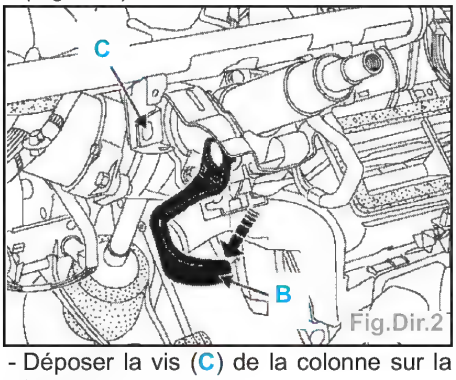

Fig.Dir.2
Important : il est impératif de verrouiller le levier de position (B) de la colonne avant la dépose des fixations de la colonne (Fig.Dir.2).